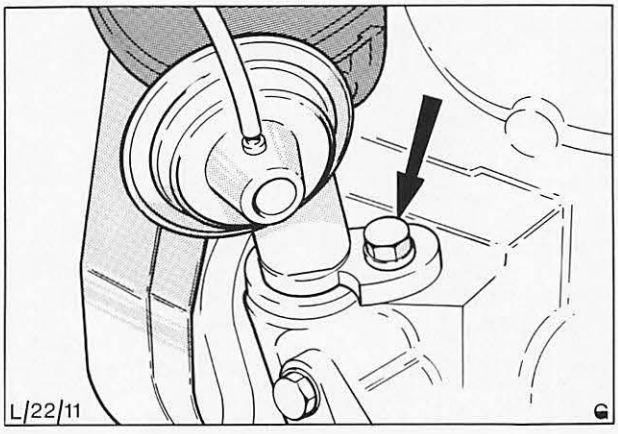

Abb. 43 Verteiler-Halteschraube
11. Zündzeitpunkt prüfen und einstellen, siehe Position 22 213, anschließend Halteschraube der Befestigungsklemme festziehen, Abb. 43.